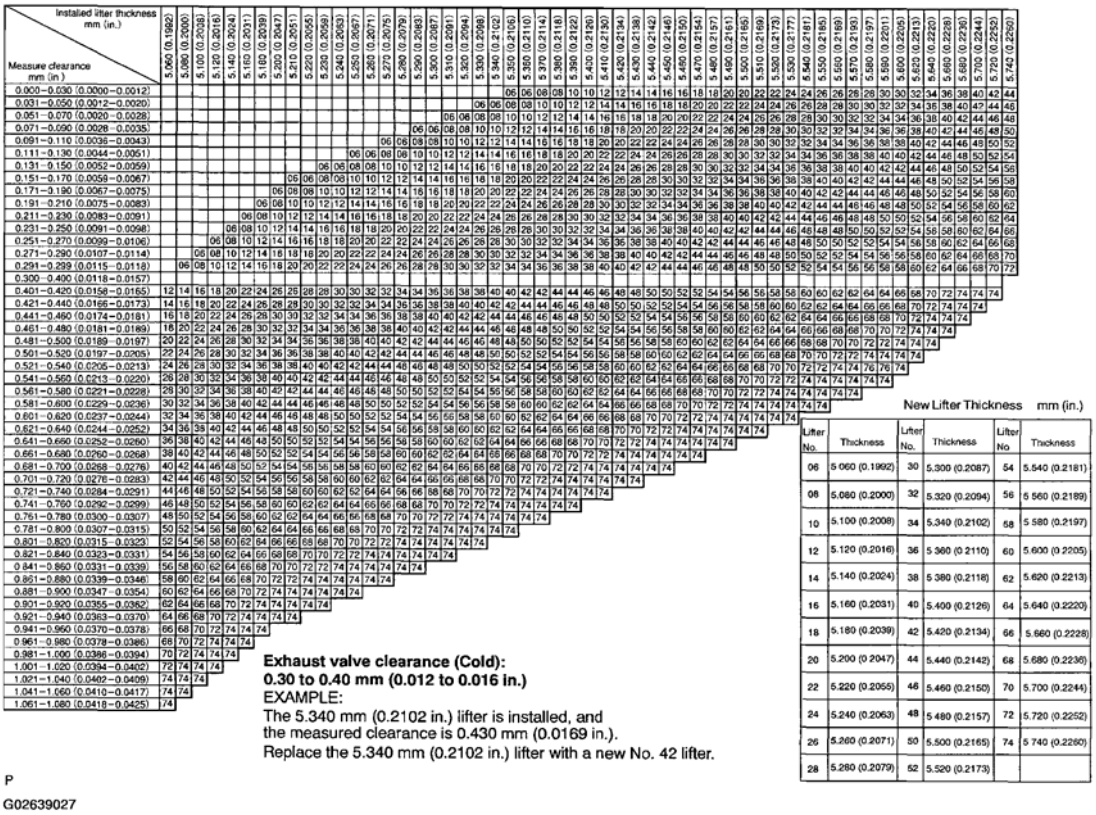

Fig. 17: Valve lifter Selection Chart (Exhaust)
o. Determine the replacement valve lifter size according to these Formula, see **VALVE LIFTER SIZE FORMULA** or Charts: **Fig. 16** and **Fig. 17**.